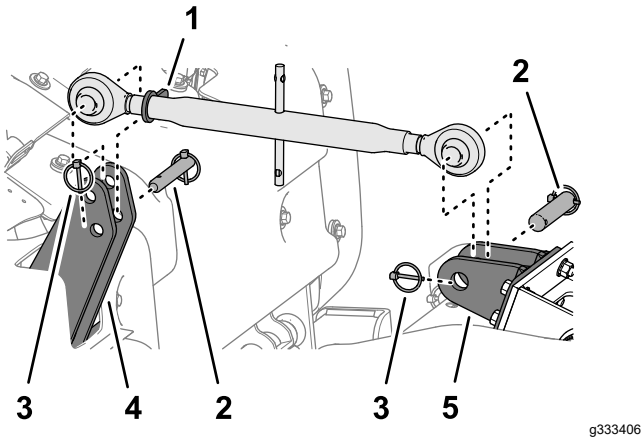

**Figuur 48**
2. Zet de borgmoer (Figuur 48) los en draai aan de bovenste verstelling zodat er geen spanning is tussen de machine en de tractie-eenheid.
3. Verwijder de lynchpen en de draaipen waarmee de bovenste verstelling is bevestigd aan de bovenste koppelplaten van de machine (Figuur 48).
4. Verwijder de lynchpen en de draaipen waarmee de bovenste verstelling is bevestigd aan de beugel voor de koppeling van de tractie-eenheid (Figuur 48).